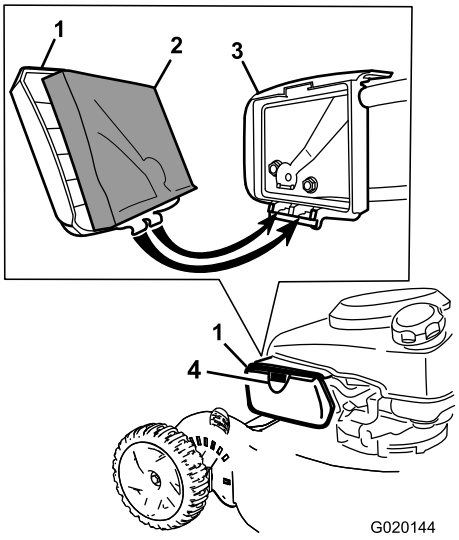

Bild 20
2. Drücken Sie die Taste an der Abdeckung des Luftfilters (Bild 20) und öffnen die Abdeckung.